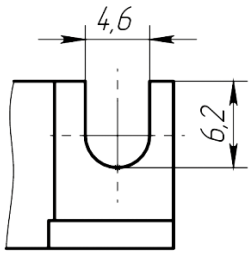

*Рисунок 30 – Паз для крепежного винта*
*В крышках регистров предусмотрены пазы для крепежных винтов (рисунок 30).